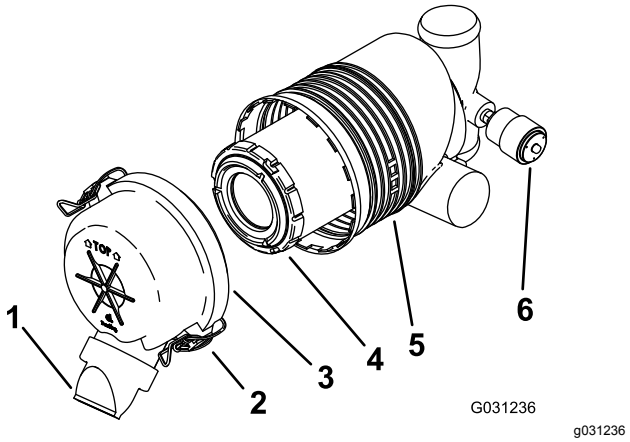

Figur 30
Viktigt: **Byt endast ut luftrenarfiltret när serviceindikatorn visar rött (Figur 30). Om du byter luftfiltret tidigare än nödvändigt ökar det risken för att smuts kommer in i motorn när du har avlägsnat filtret.**
5. Lossa spärrhakarna på luftrenaren och dra av luftrenarkåpan från luftrenarhuset (Figur 30).
- Montera luftrenarkåpan med dammkåpan riktad nedåt och fäst spärrhakarna (Figur 30) om serviceindikatorn visar att den är i brukligt skick.
1. Dra försiktigt ut filtret ur luftrenarhuset (Figur 30).
3. Montera filtret med försiktighet (Figur 30).
4. Montera luftrenarkåpan med dammkåpan riktad nedåt och fäst spärrhakarna (Figur 30).